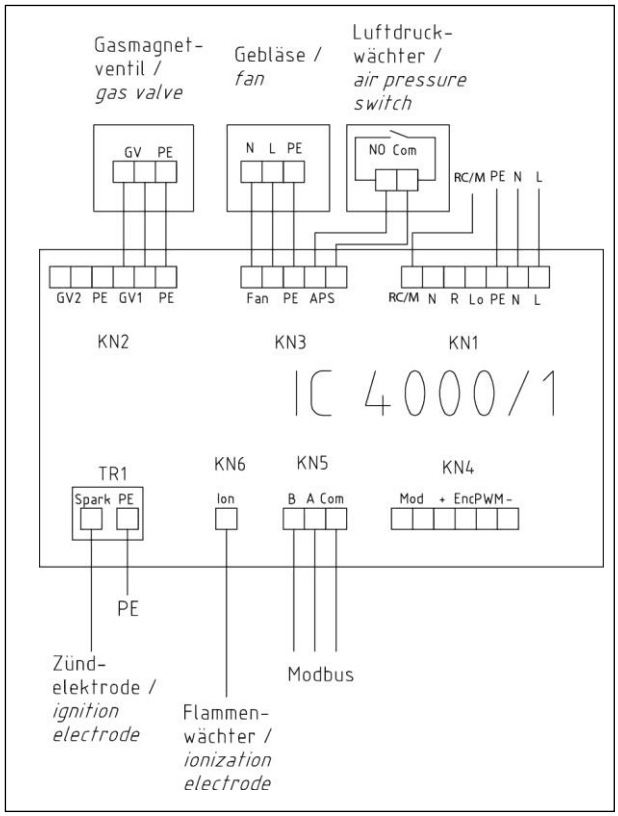

Abb. 44: Stromlaufplan Brennermodul einstufig infraSchwank D / calorSchwank D
- ⇨ Führen Sie ein flexibles 3-adriges MODBUS-Kabel (max. 3x 0,5 mm²) in die freie Kabelverschraubung des Feuerungsautomaten IC 4000/1 und schließen Sie es gemäß Anschlussplan (Abb. 44 und 45, Seite 47) an.